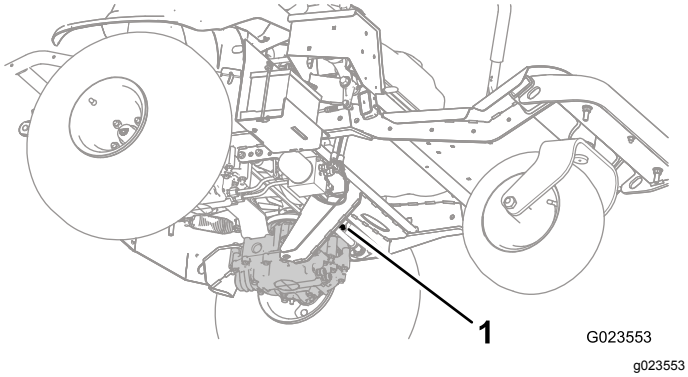
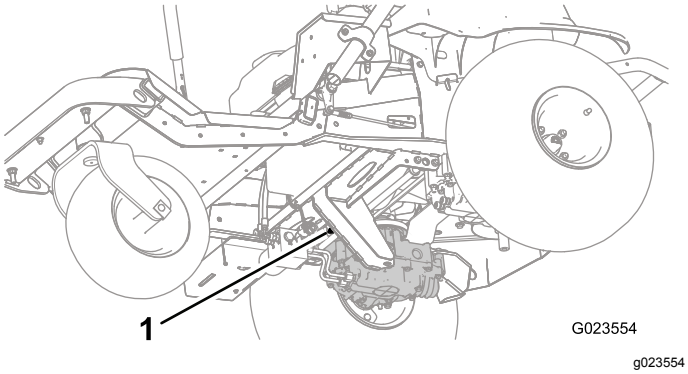

Figur 27
Figur 28
2. Fra undersiden til maskinen roterer du omløpsspakene (Figur 27 og Figur 28) slik at de